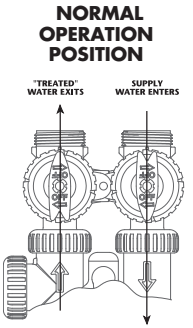

FIGURE 1
1. **Normalbetriebsstellung:** Die Zulauf- und Ablaufgriffe zeigen mit den auf dem Steuerventil gravierten Pfeilen die Durchflussrichtung an. Im Normalbetrieb einer Wasserenthärtungsanlage fließt Wasser durch das Steuerventil. Während des Regenerationszyklus liefert diese Stellung Regenerationswasser an das Gerät und gleichzeitig Rohwasser an das Verteilersystem **(Abb. 1)**.